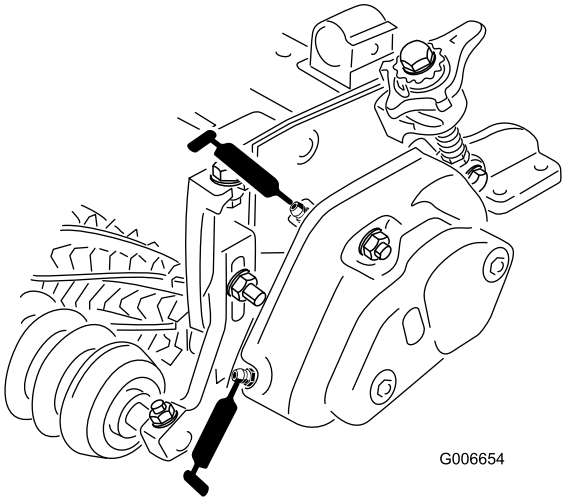

Figure 14
25. Remplissez chaque logement de roulement de cylindre de graisse (Figure 14). L'excès de graisse s'infiltrera entre les joints intérieurs et les bagues d'étanchéité.
26. Graissez chacun des roulements du groomer (2 ou 3 jets de graisse maximum) (Figure 14). N'injectez